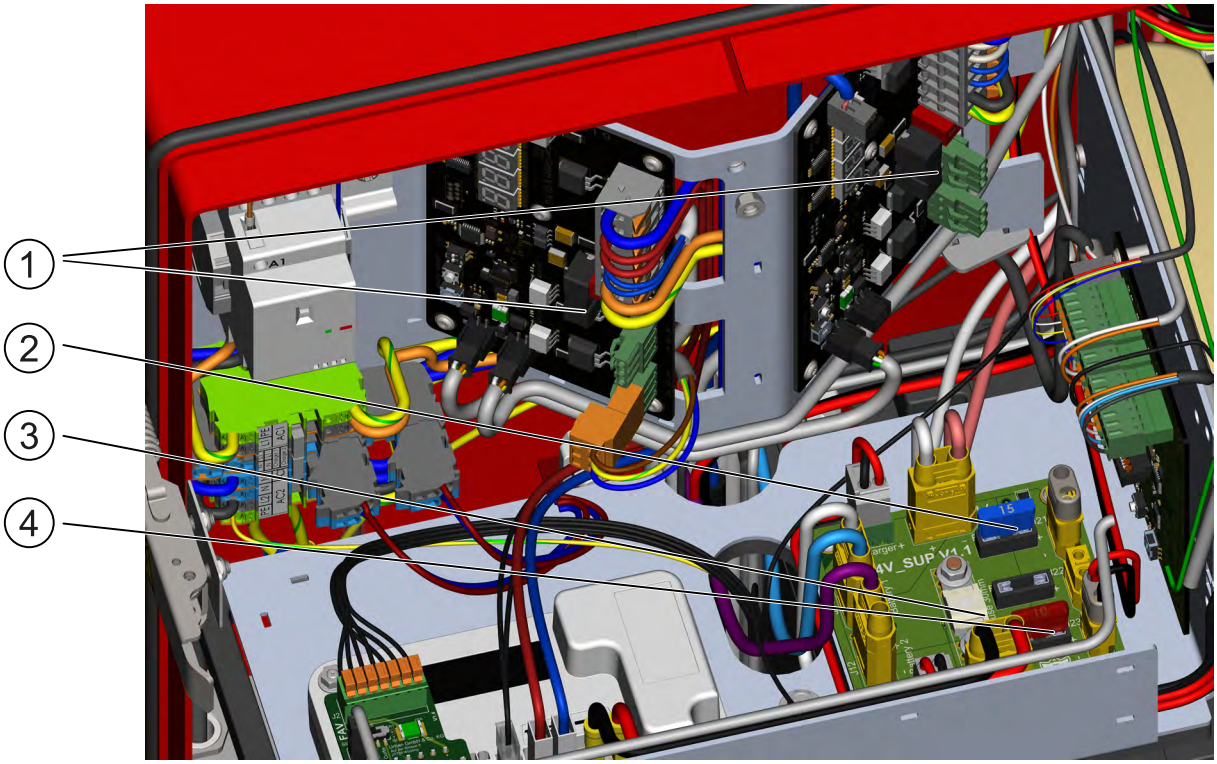

Imagen 28: Visión general de los fusibles
4. Localice el fusible defectuoso (véase Imagen 28 “Visión general de los fusibles”, en la página 79).